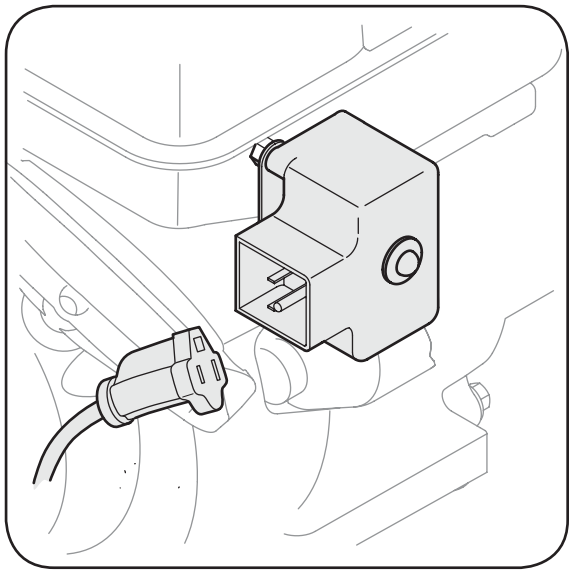

Figure 2-6: Branchez la rallonge dans la boîte de commutation sur le moteur.
3. Branchez la rallonge dans la boîte de commutation électrique sur le moteur, Figure 2-6. Branchez l'autre extrémité de la rallonge dans une prise de C.A. de 120 volts mise à la masse dans un endroit bien aéré.